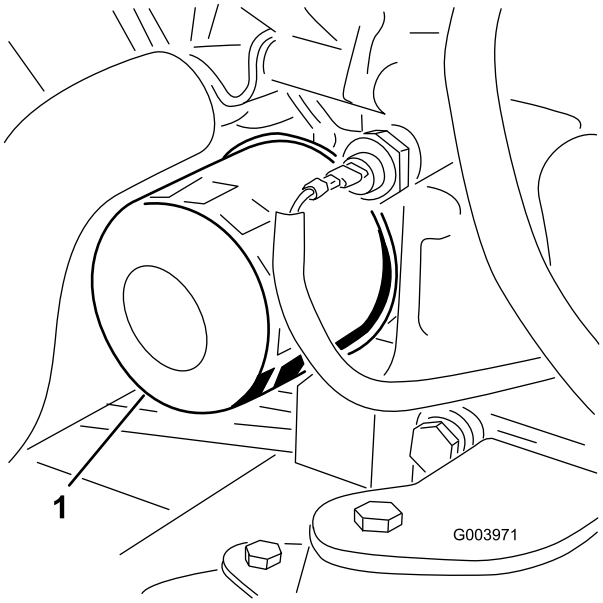

Figur 54
3. Fjern oliefilteret (Figur 54).